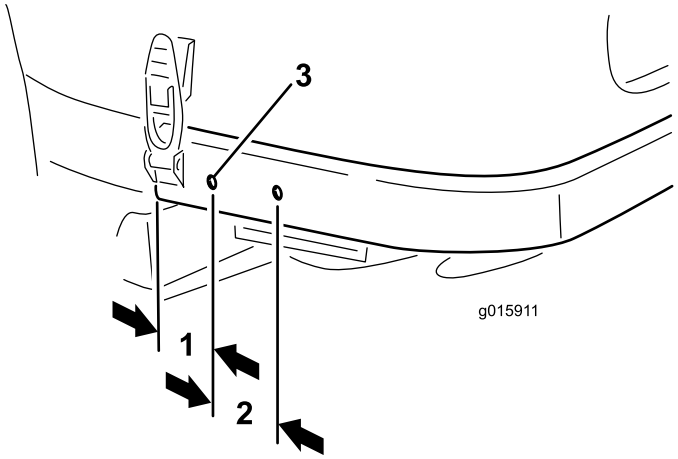

Figura 10
2. Servendovi delle quote in Figura 10, individuate su ciascun lato del telaio posteriore le posizioni corrispondenti, contrassegnatele e praticate nelle medesime (2) fori con diametro di 9 mm. Centrate i fori rispetto ai bordi superiore e inferiore del telaio.